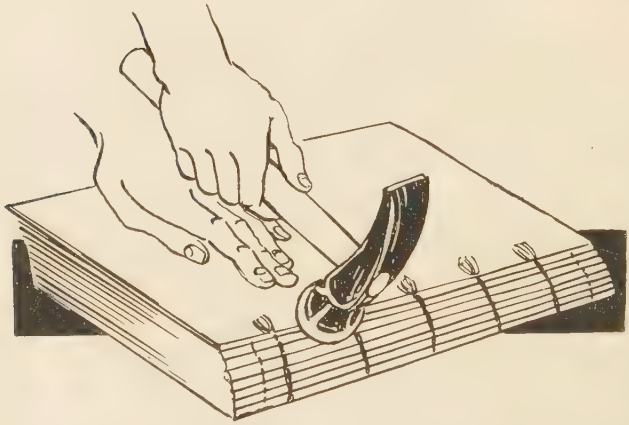

Fig. 201—Shaping Book or Rounding
5. When glue has "set" but not *dried* thoroughly, remove from clamp or backer, take off boards, lay book on iron slab on table, *front edge* of book *toward* you, and with your light backing hammer gently shape the book "into round." (Fig. 201.)